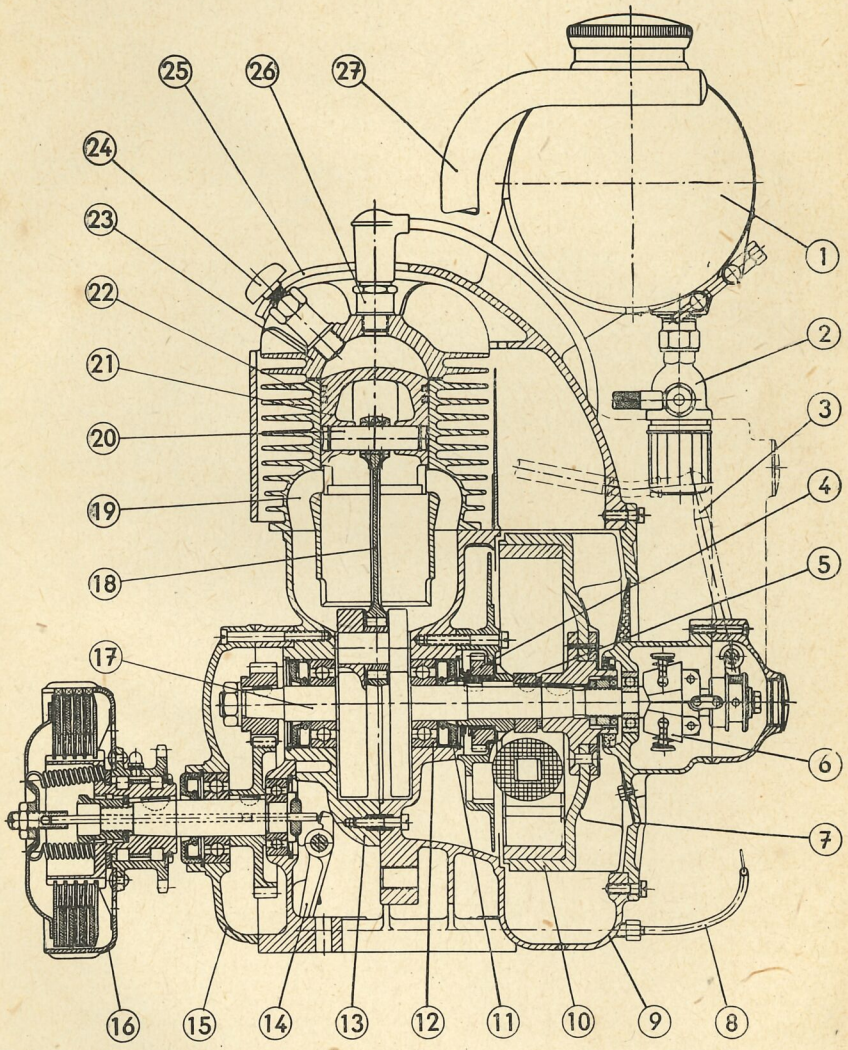

Bild 17
5. **Regler** (Bild 17)
8. **Kraftstoffbehälter** (Bild 17)
11. **Lüftergehäusedeckel** (Bild 17)
Als Abschluß für das Lüftergehäuse (9) und Endlagerung der Kurbelwelle dient der Lüftergehäusedeckel (7). Bei Motoren ohne Anwerfrolle und Regler findet ein geschlossener Lüftergehäusedeckel Verwendung. Motoren mit Anwerfrolle, ohne Regler (Bild 9), erhalten einen offenen Lüftergehäusedeckel. Bei Anbau eines Reglers (Bild 17) tritt an Stelle des Lüftergehäusedeckels das Reglergehäuse.
12. **Untersetzungsgetriebe** (Bild 17)
13. **Ausrückbare Kupplungen** (Bild 17)
Zu Bild 17